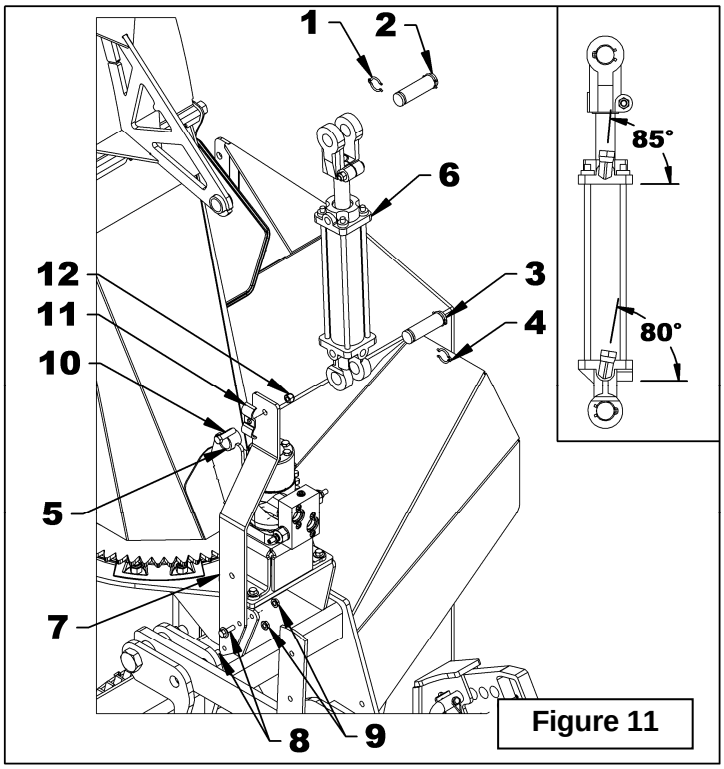

Figure 11
1. **Figure 11:** Install the hose support (item 7) using two 5/16"NC x 1" serrated flange bolts and 5/16"NC serrated flange nuts (items 8-9).
2. **Figure 11:** Attach the hose clamp (item 11) with a 3/8"NC x 1 1/2" bolt and 3/8"NC nut (items 10, 12). Do not tighten.